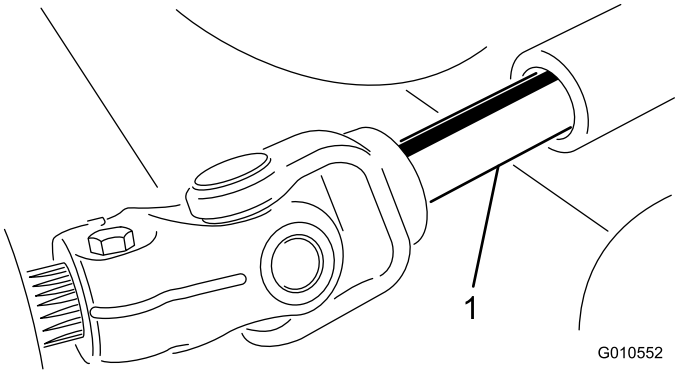

Figur 20
5. Rulla bort klippenheten från traktorenheten och skilj kraftuttagsaxelns han- och hondelar åt (Figur 20).
3. Skjut in kraftuttagets hanaxel i kraftuttagets honaxel (Figur 20).